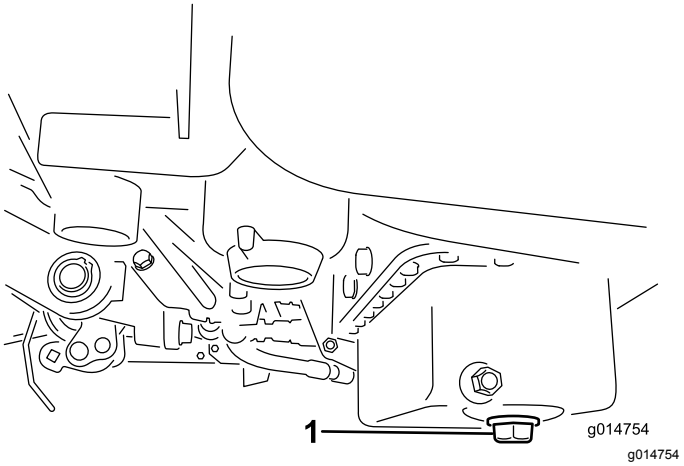

Rysunek 26
1. Odkręć korek spustowy i spuść olej do miski drenażowej. Zakręć korek, gdy olej przestanie wyciekać (Rysunek 26).